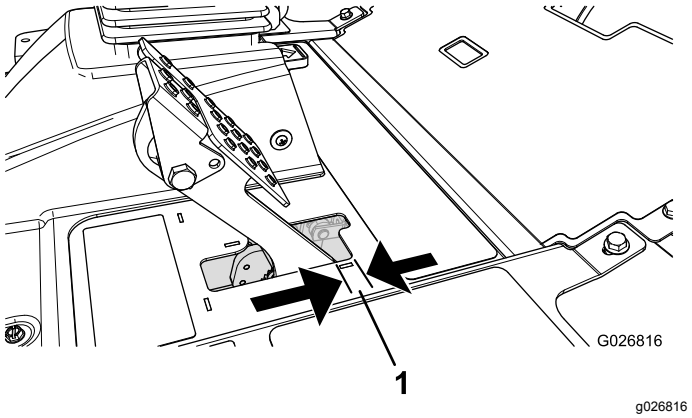

Figur 97
Juster bremsene når det er mer enn 2,5 cm frigang på bremsepedalen, eller når det kreves mer bremsekraft (Figur 97). Frigang er den avstanden bremsepedalen kan beveges før du merker bremsemotstand.
2. Trekk til den bakre mutteren for å flytte kabelen bakover til bremsepedalene har en frigang på 0,63 til 1,27 cm, før hjulet låses (Figur 97).